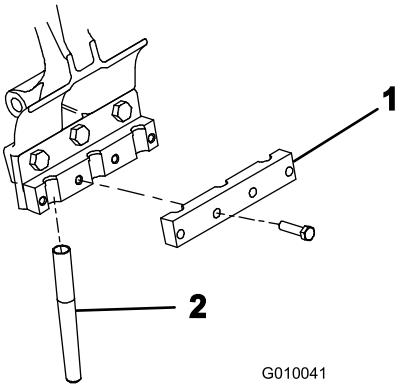

Figur 25
4. Montera en luftarpinnsbygel löst på varje luftarpinnshållare med fyra bultar (3/8 x 1–1/2 tum) (Figur 25). Dra inte åt bultarna.